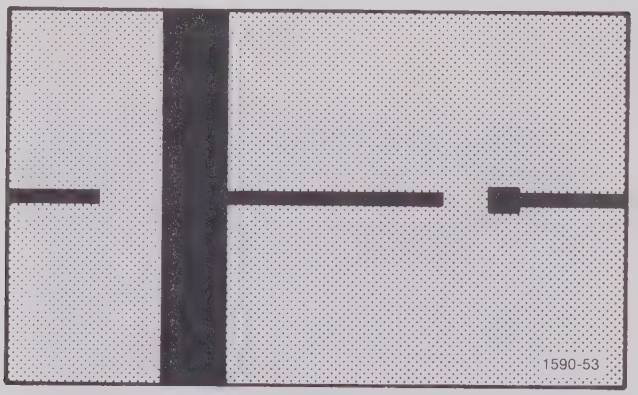

Fig. 6-8. TV sync pattern.
c. Check - for a dark screen with a standard television sync pattern (Fig. 6-8).